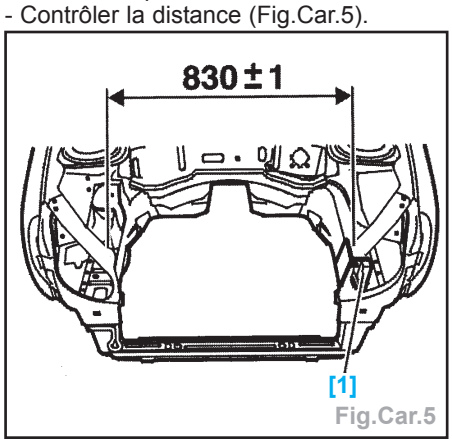

Fig.Car.5
- Contrôler la distance (Fig.Car.5).